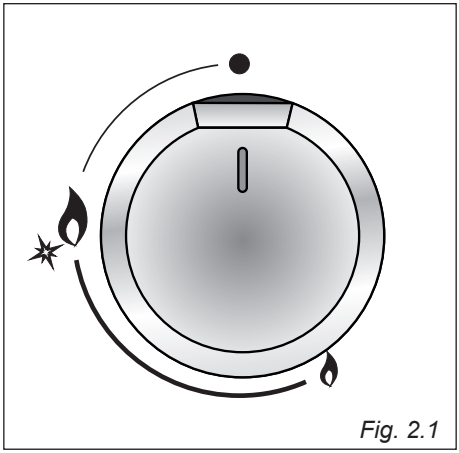
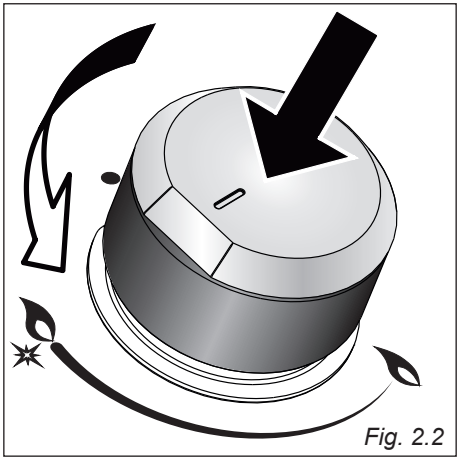

Fig. 2.1
Fig. 2.2
Med betjeningsknappen tændes brænderen, og flammens styrke indstilles (se fig. 2.1).
1. Tryk knappen ind og drej den venstre om (fig. 2.2) til symbolet for kraftigste flamme (fig. 2.1). Hold knappen inde indtil flammen tændes.